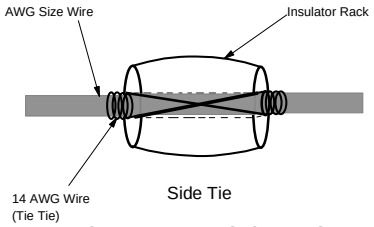

Fig 1-3 Side Tie
b. Side ties are used with a small piece of #14 AWG wire about 6-8 inches long. You then run two wires through the insulator rack wrapping the wires around the insulator rack once pulling firmly. Once the wires are around the insulator rack, you wrap the extra wire around the conductor that is running through the insulator rack. Make sure that you make several wraps around the conductor that is running through the insulator as shown in figure 1-3. This will ensure a good firm hold.